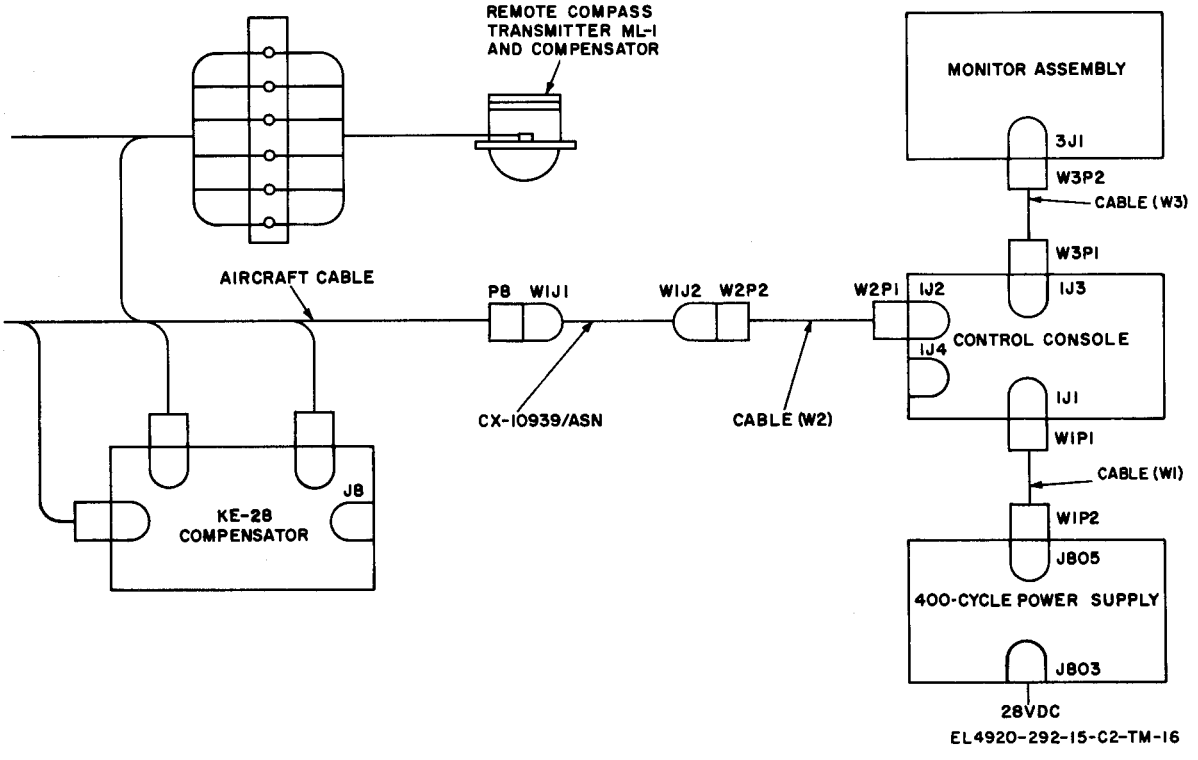

Figure 9-15. Adapter cable interconnection for one-oycle calibration of Compass Ststem MA -1.
(2) Connect the compass calibrator to the aircraft wiring in accordance with figure 9-15 for reference No, 7. Mount the magnetic compensator on the ML-1 and connect ML-1 leads to the aircraft terminal strip in accordance with the aircraft technical manual.
(3) Set the control console switches as follows :